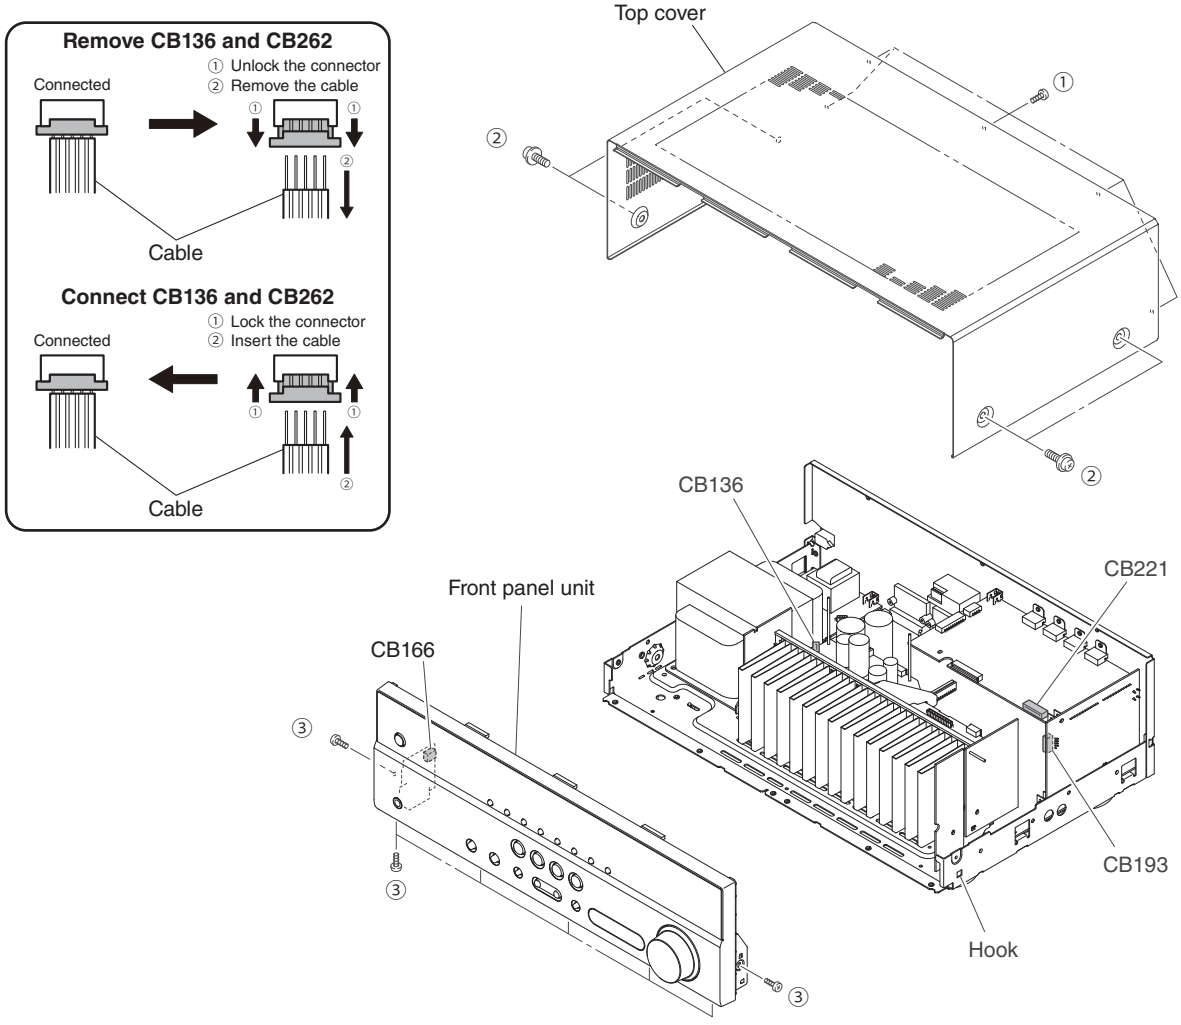

Fig. 1
a. Remove 5 screws (①) and 4 screws (②). (Fig. 1)
b. Slide the top cover rearward to remove it. (Fig. 1)
a. Remove 7 screws (③). (Fig. 1)
b. Remove CB166, CB193 and CB221. (Fig. 1)
c. Unlock and remove CB136. (Fig. 1)
d. Release hook and then remove the front panel unit. (Fig. 1)